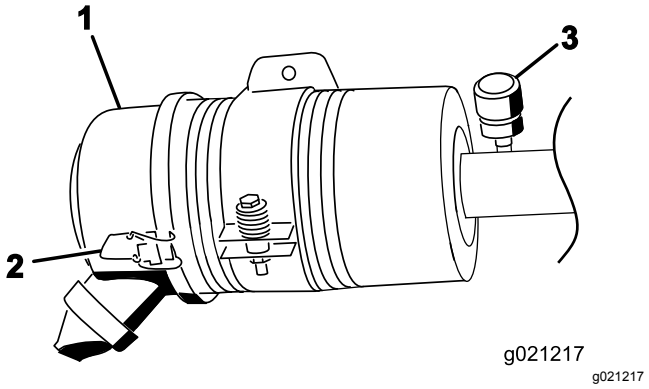

Figuur 83
Geef het luchtfilter uitsluitend een onderhoudsbeurt als de onderhoudsindicator (Figuur 83) dit aangeeft. Als u het luchtfilter vervangt voordat dit nodig is, wordt alleen maar de kans vergroot dat er vuil in de motor komt als u het filter verwijdert.
3. Maak de sluitingen los waarmee het deksel van het luchtfilter is bevestigd aan het luchtfilterhuis (Figuur 83).